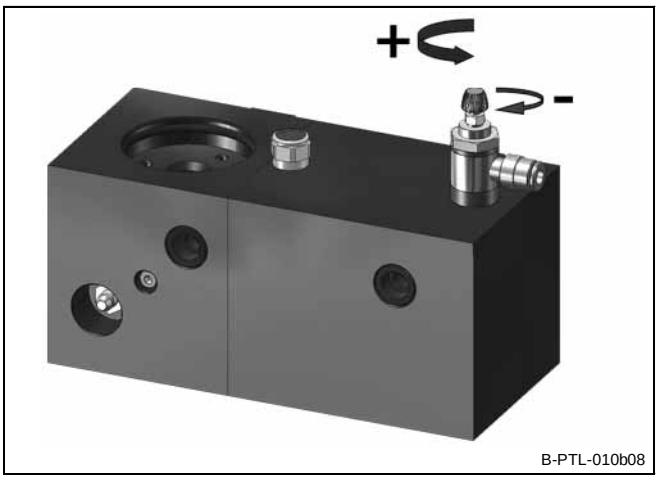

Fig. 2 Components of the pneumatic lubrication pump PTL 201
The connecting fitting for the connection to item 4 respectively the throttle for adjusting the air supply (Fig. 2) and the cartridge for insertion into item 3 are not included in the scope of delivery and must be ordered separately.
- continuously delivers lubricant to the lubrication point while the carrier device is in operation and stops when the carrier device stops. The output can be adjusted optionally via air supply throttle (see fig. 2).